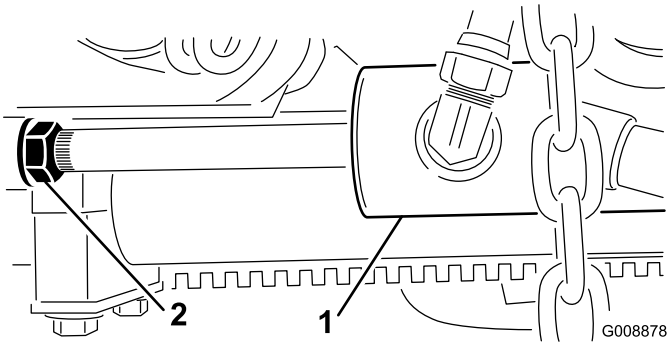

Figur 27
B. Flytta kontramuttern på cylindern bakåt (Figur 27).